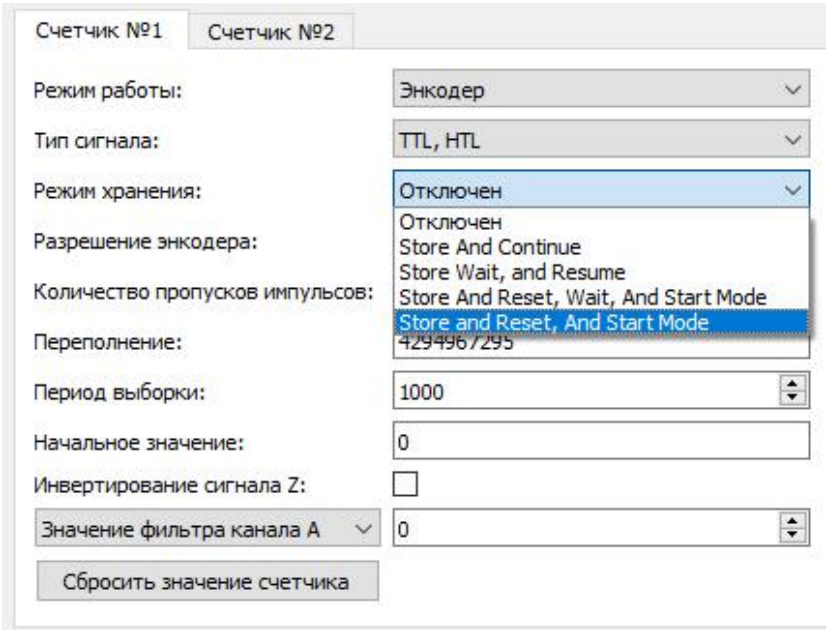

Рисунок 2.17 – Окно конфигурирования счётчиков МВС (режим хранения)
- «Режим хранения» (см. рисунок 2.17).